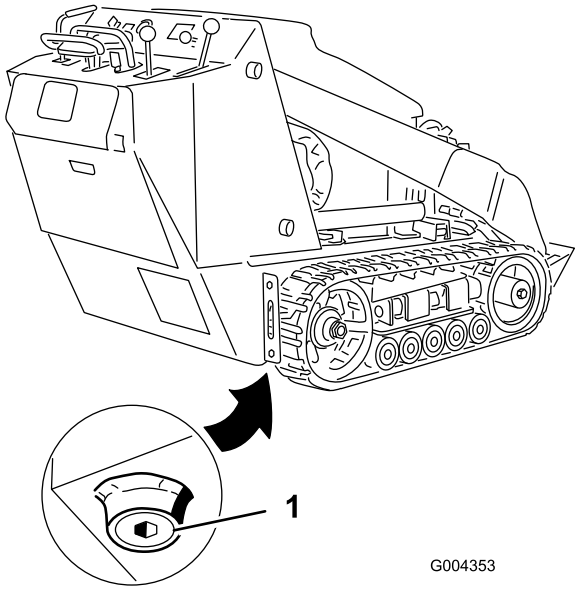

Figuur 35
4. Verwijder de aftapplug (Figuur 35).